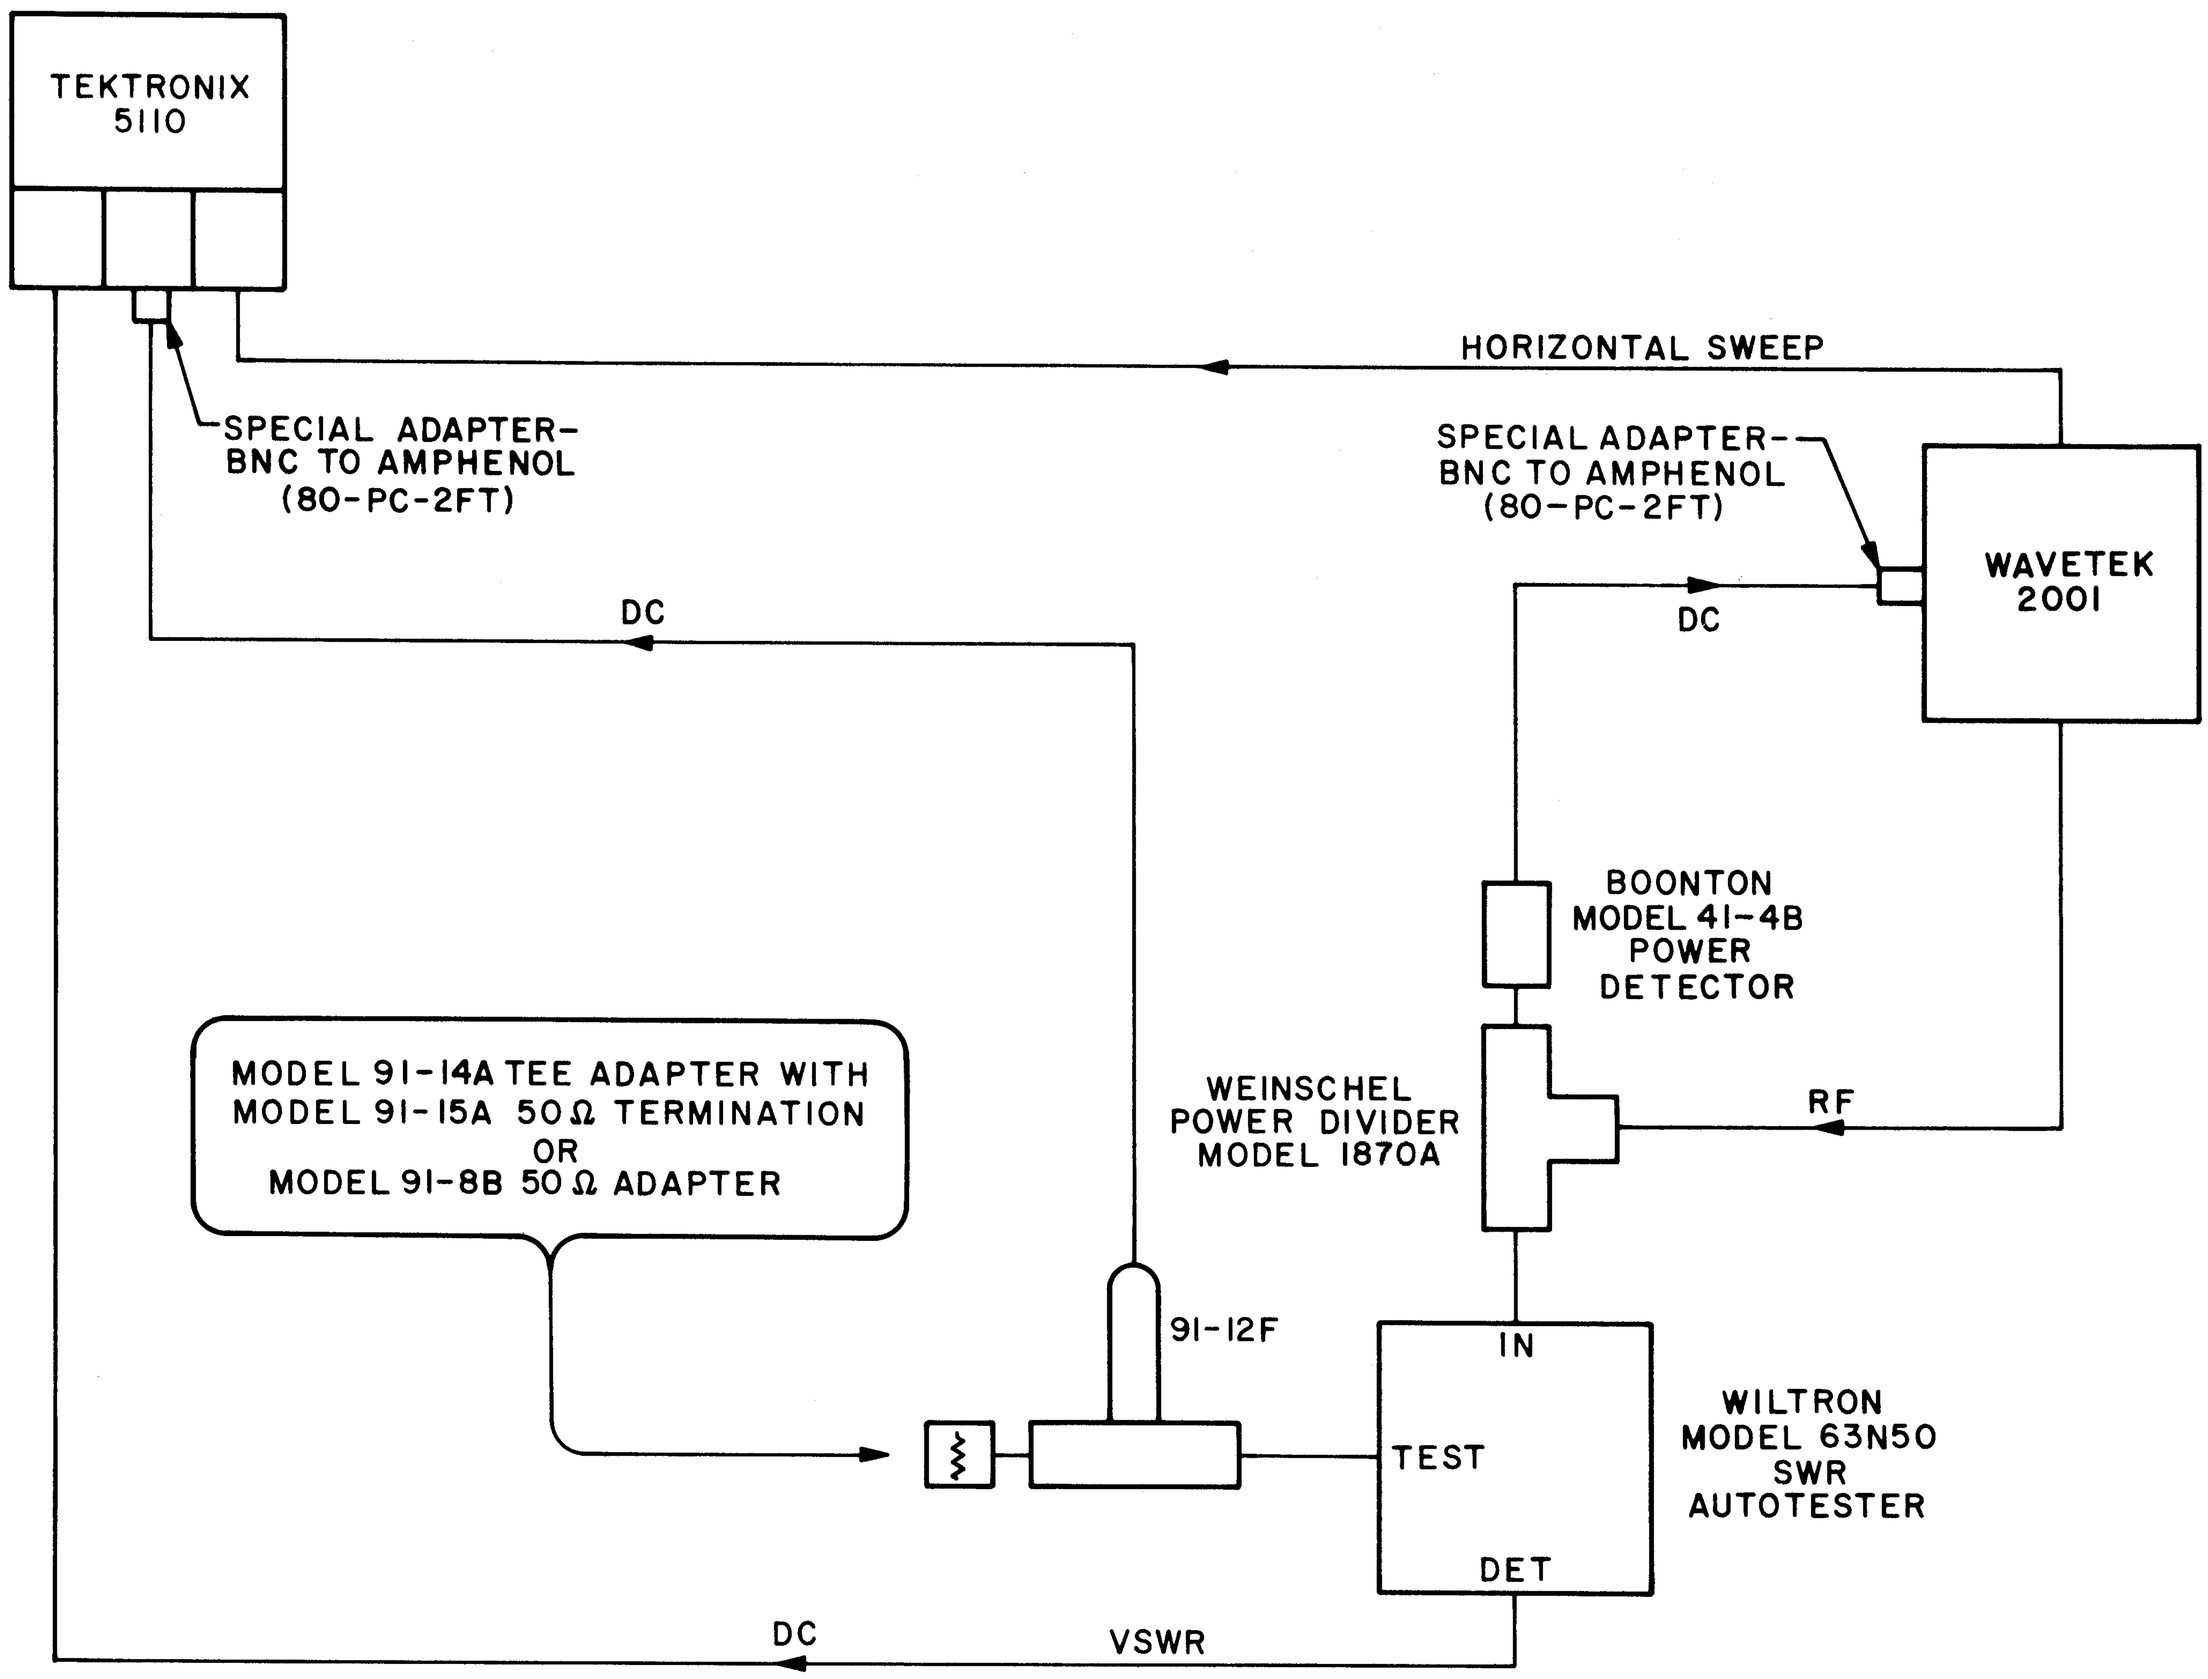

Figure 11. Swept Frequency Response Test Setup
a. Connect the equipment as shown in Figure 11, and temporarily connect the probe under test to the RF Millivoltmeter. Adjust the output control of the sweep generator for a reading on the 92BD of 100 mV at a fixed frequency of 100 MHz.